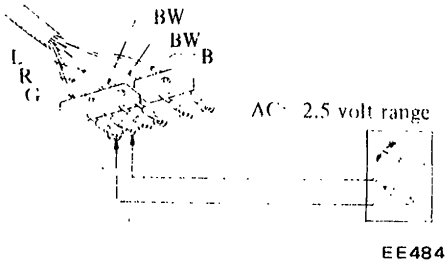

Fig. EE-69 Checking pick-up coil power signal pulse
3. Connect a circuit tester or an oscilloscope as shown in Figure EE-69.